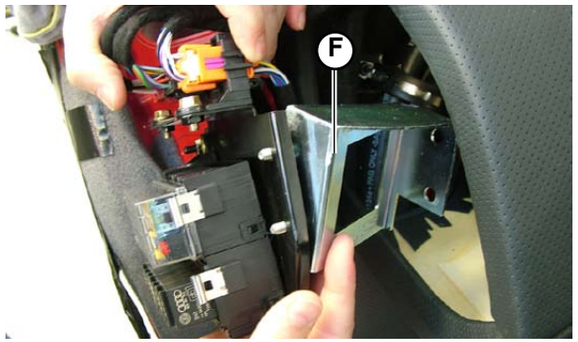

Fig.11
4. Assemble the bracket (**F-Fig.11**) connected to the control unit by tightening the 2 screws.